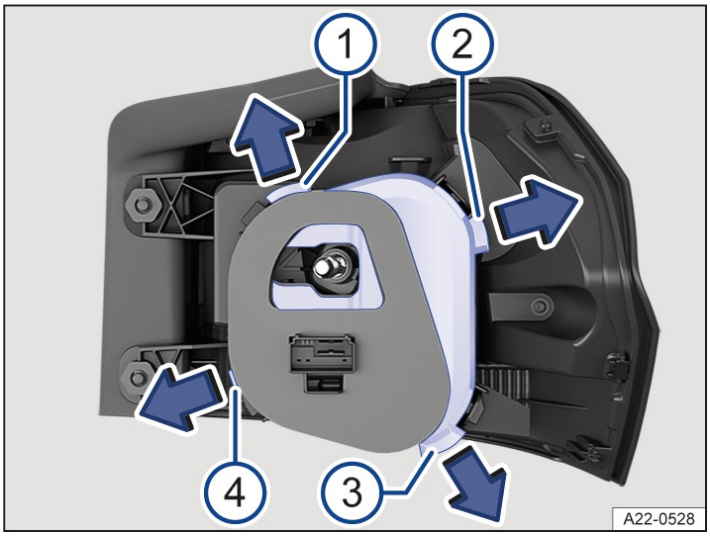

Fig. 2 Taillight in the vehicle body: removing the bulb holder.
1. To release the bulb holder, press the catches to in the direction of the arrow→ *fig. 2* (1) to (4).